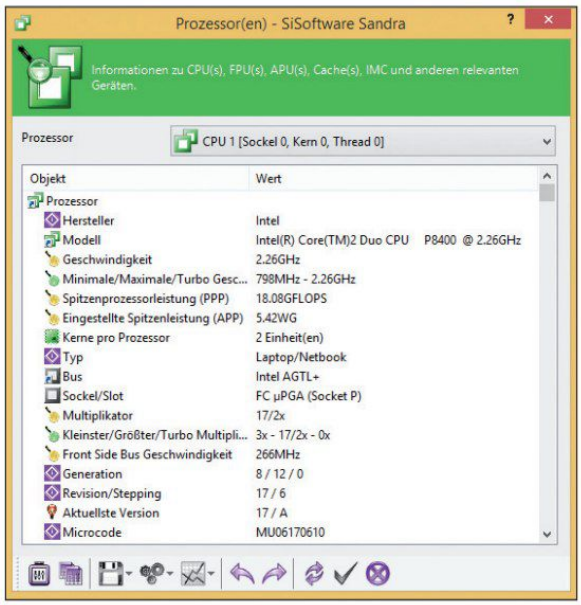

Bild 2: Diagnoseprogramm (Screenshot)
4. Mit dem Diagnoseprogramm lassen sich neben den Leistungstests viele Informationen zur Computerhardware und Software darstellen. Ermitteln Sie mithilfe des Screenshots **(Bild 2)** aus einem Diagnoseprogramm die in der Tabelle geforderten Informationen.